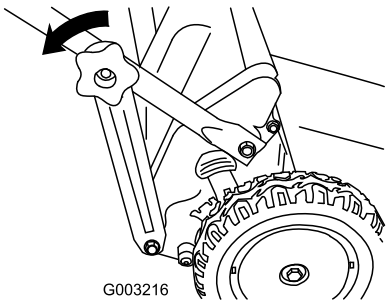

Figur 15
1. Afmonter de nedre håndtagsknapper, der fastgør den nederste ende af handtaget til håndtagsbeslagene (Figur 15).